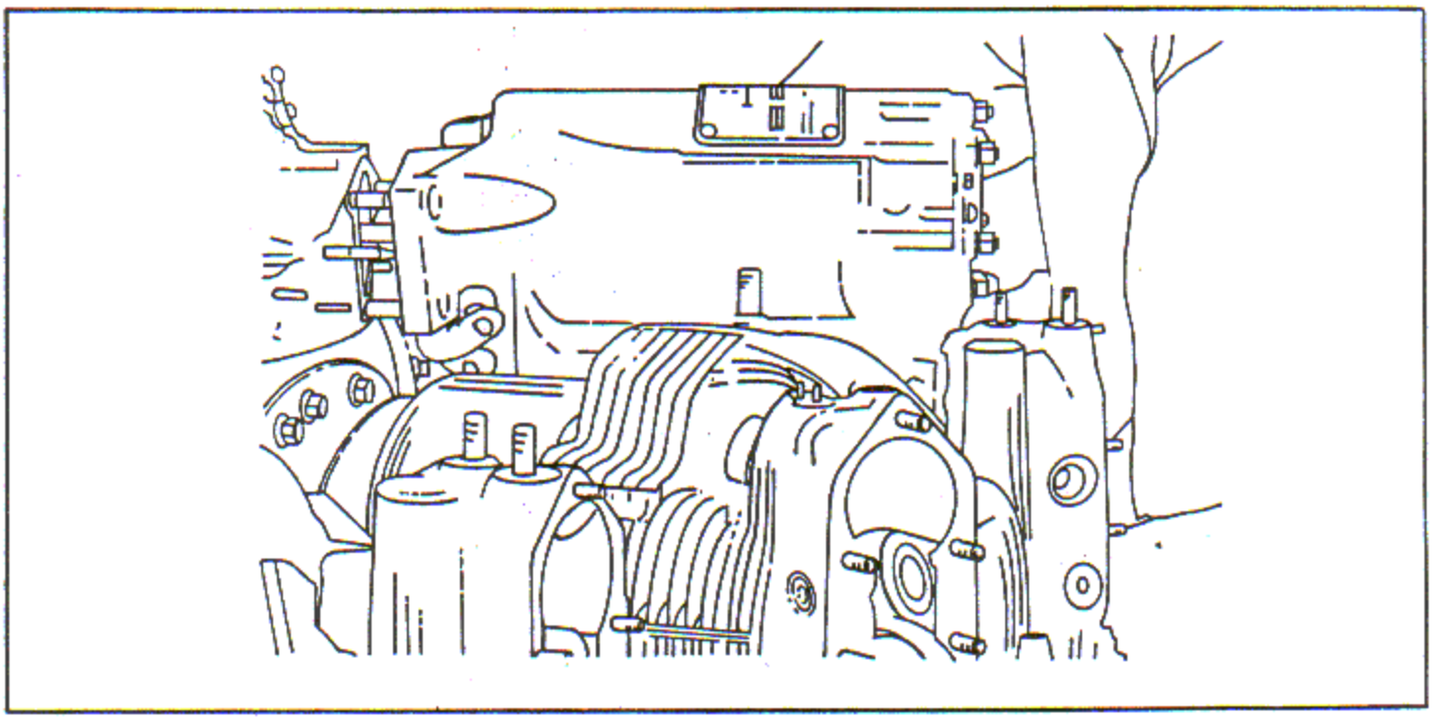

Figure 4-12. Removing Front Oil Sump Pump
b. Remove the front oil sump pump. See figure 4-12. Remove the oil sump scavenge pump drive shaft. Discard the gaskets.